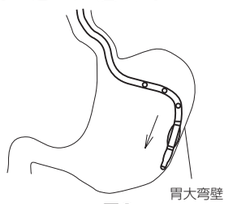

図８
10. X線透視下に患者の体位を変えながら、本品を胃大弯壁に沿って幽門前庭部まで進める（**図８**）。